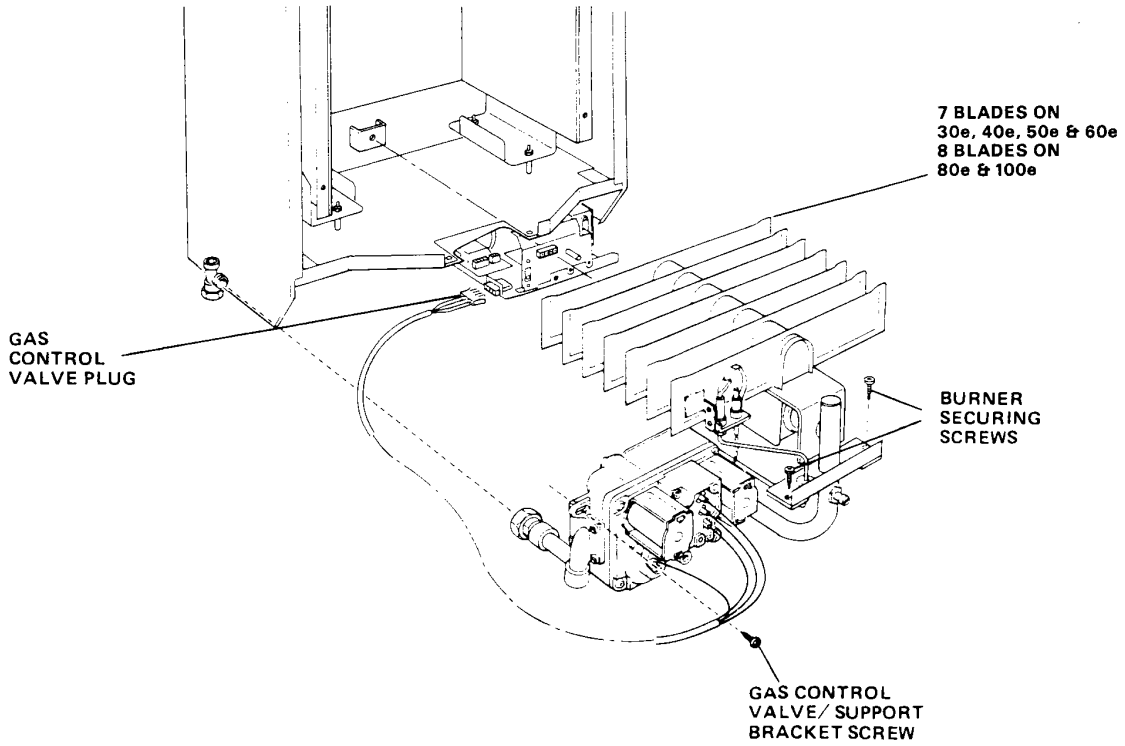

FIG. 28 BURNER AND GAS CONTROL ASSEMBLY
H. Unplug the electrical supply leads for the gas control valve from control box. See FIG. 28.
I. Remove the screw securing the gas control valve to its support bracket. See FIG. 28.